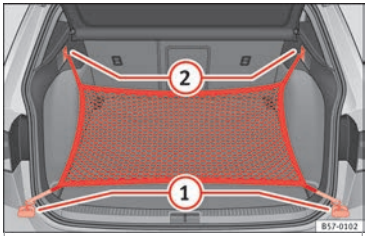

Fig. 159 In the luggage compartment: rings ① and hooks ② for attaching the net bag.
- Secure the short net hooks to the fastening rings ››› **Fig. 159** ① ››› ⚠. The bag zip should be facing upwards.
- Secure the straps in the bag hooks ②.